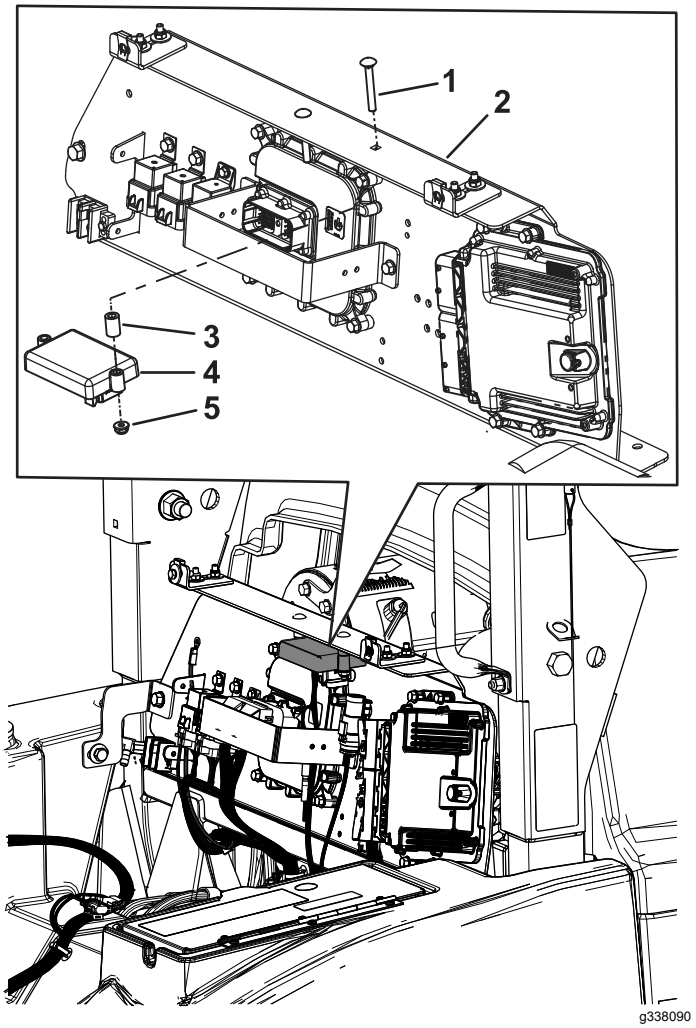

Figura 1
3. Instale el sensor de pendientes en el bastidor de la máquina con 2 pernos de cuello cuadrado (¼" x 2"), 2 espaciadores y 2 tuercas con arandela prensada (¼") para fijar el sensor de pendientes al bastidor (Figura 1).